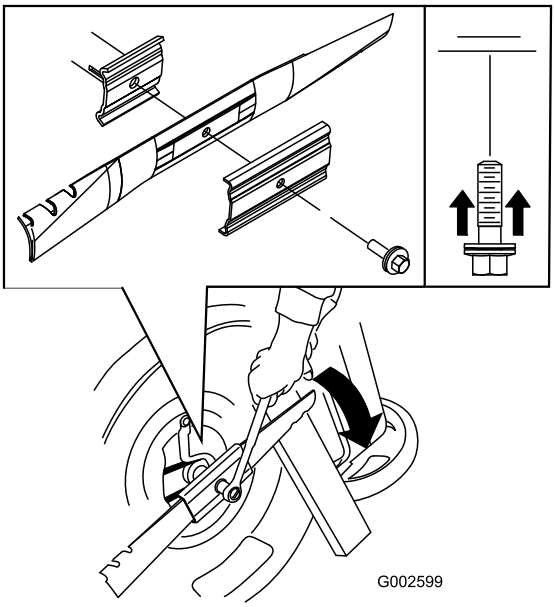

Figur 32
5. Montera den nya kniven (vrid knivbulten medsols) och alla monteringsdelar (Figur 32).